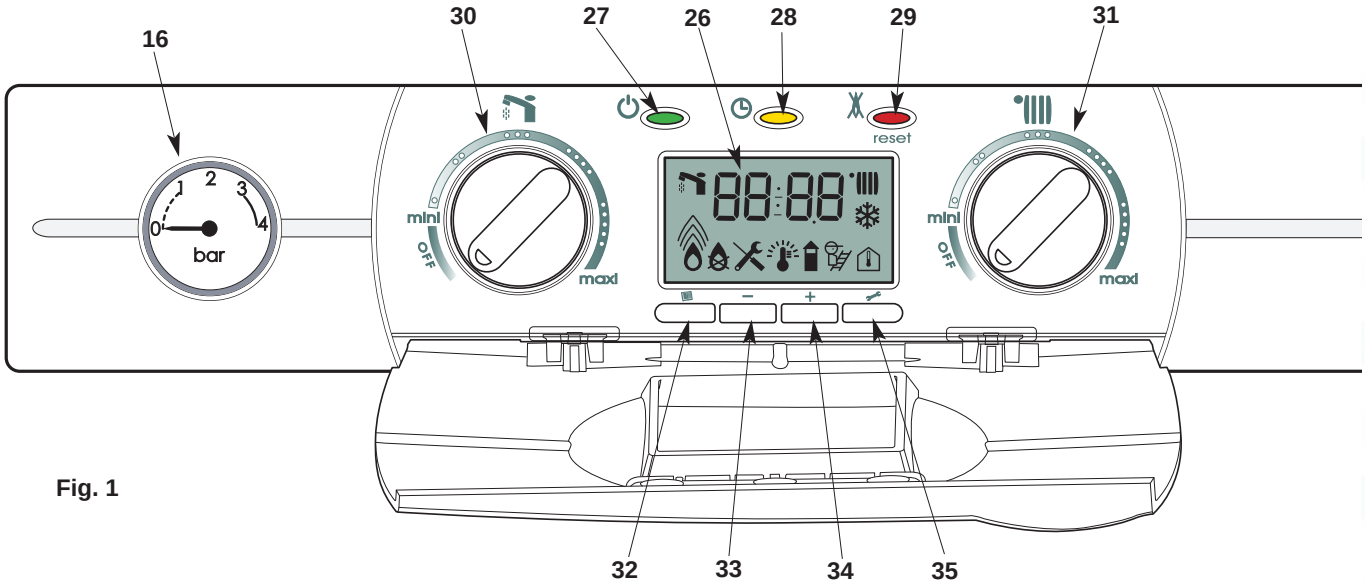
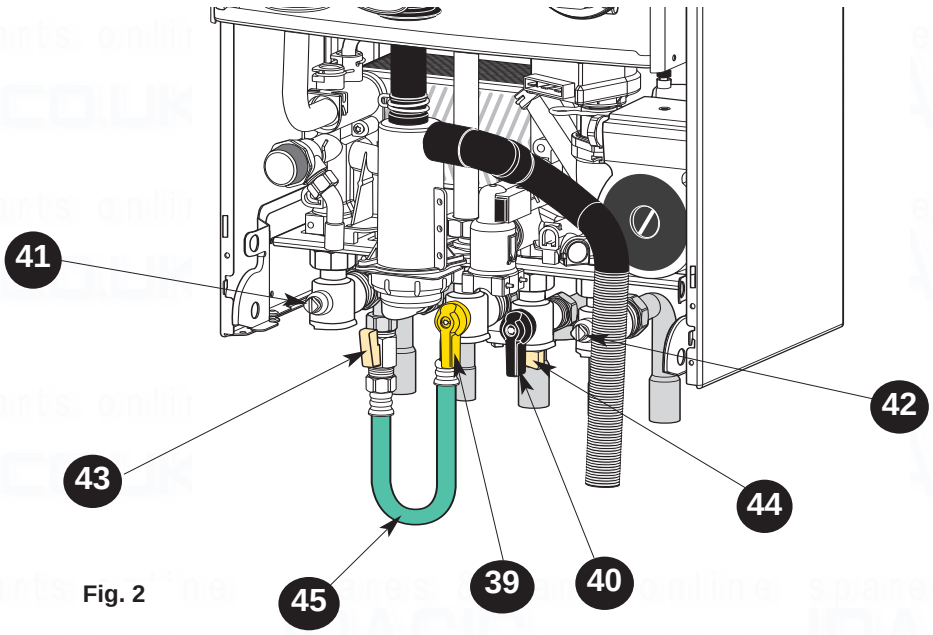

Fig. 1
Fig. 2
Control panel (Fig. 1)
Taps shown in Open position (Fig. 2)
1. Check the pressure in the central heating system is above 0.7 bar and below 1.5 bar with the pressure gauge **16** (fig.1), should it be neccessary to re-pressurise the system,ensure the filling loop **45** (fig. 2) is attached, open the filling taps **43** & **44**, the pressure gauge will now start to rise, once the pressure reads 1.0 bar, close the filling taps and disconnect the filling loop.
3. Open the gas tap **39** (fig.2).